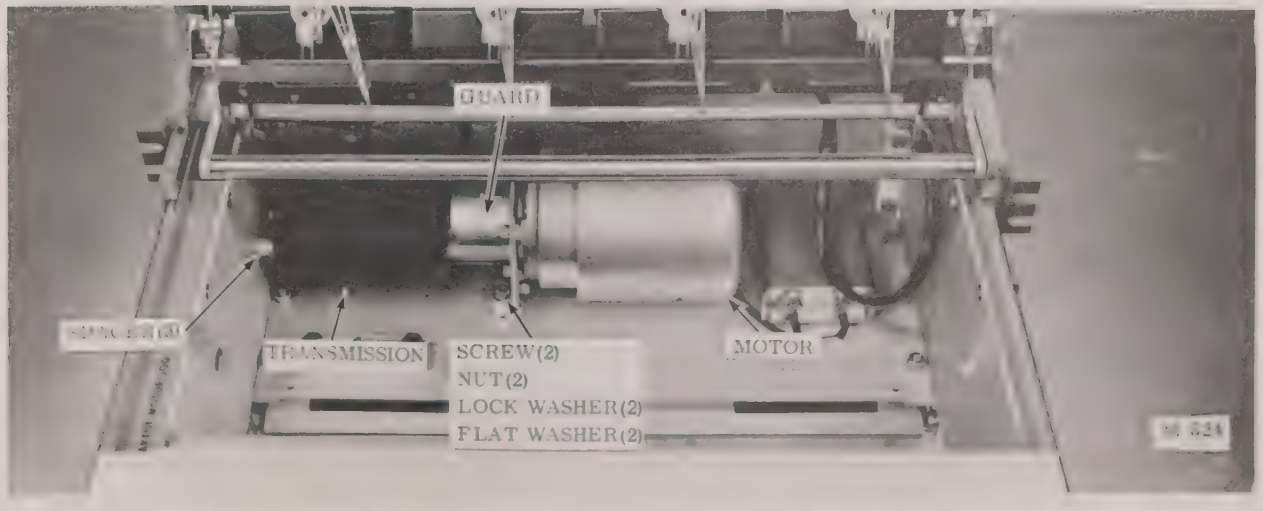

FIGURE 6-26 REMOVAL AND INSTALLATION OF CHART DRIVE ASSEMBLY (2 of 2)
6. Remove splash guard from between motor and transmission (Fig. 6-26)
3. While holding screws, insall, but do not tighten, two nuts and lockwashers on inside of paper drawer (Fig. 6.26)